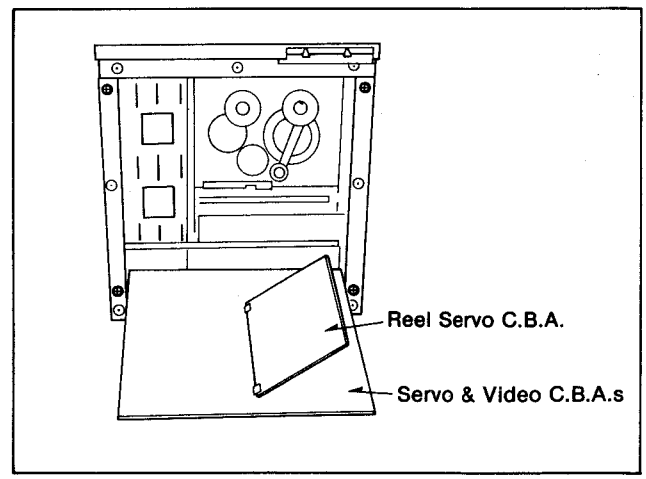

Figure D18
2. Open up the Reel Servo C.B.A. as shown in Figure D18.